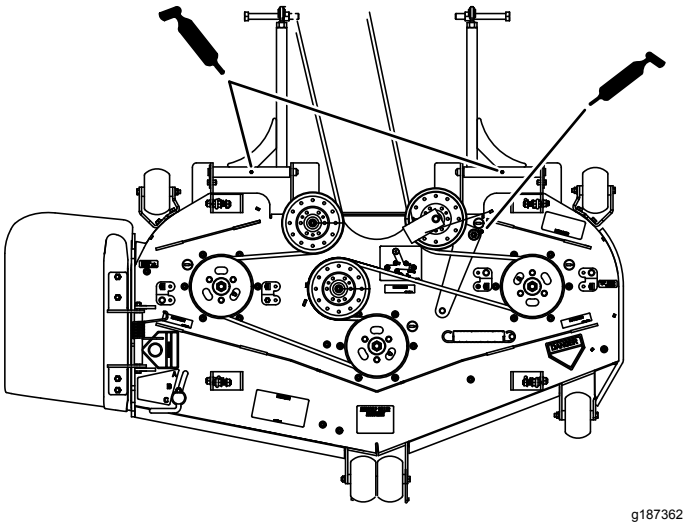
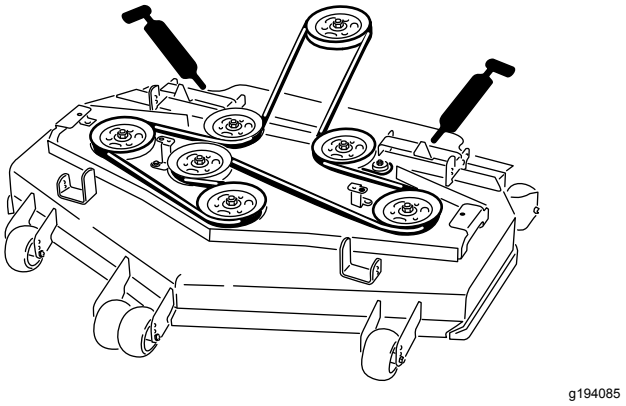

**Figuur 54**
**Figuur 55**
6. Pomp vet in de arm van de spanpoelie op het maaidek (Figuur 54).
7. Pomp vet in de smeernippels op de duwarmen (Figuur 54 of Figuur 55).